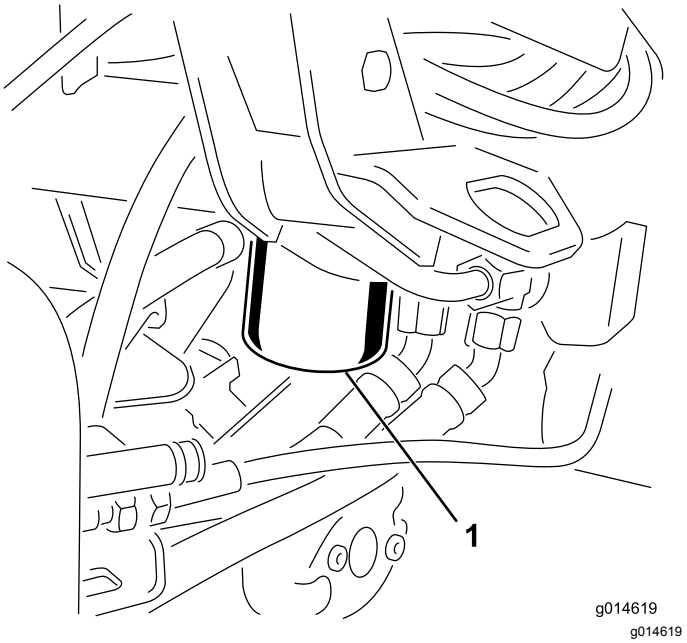

**Rysunek 47**
1. Wyczyścić obszar wokół mocowania filtra (Rysunek 47). Umieścić miskę pod filtrem i usunąć filtr.